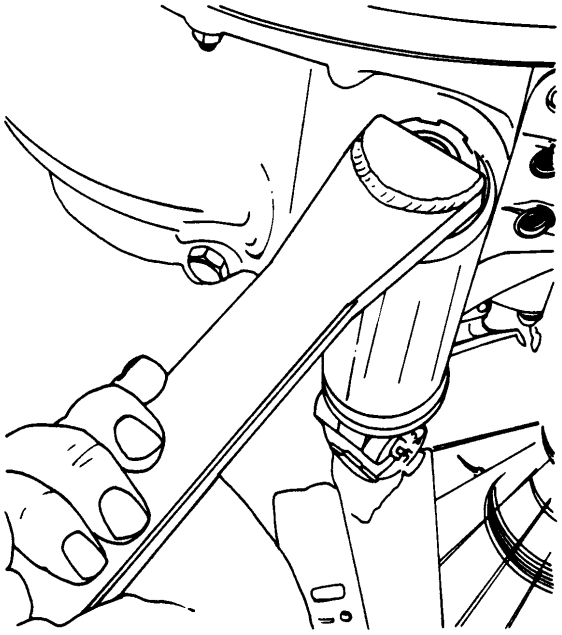

Figure 10. 6796059 Reduction Gear Eyebolt Nut Wrench
e. Tighten eyebolt spanner nuts (1, figure 6) to 180° past finger tight, loosen and retighten 180° past finger tight and to the next cotter pin hole, using 6796059 reduction gear eyebolt nut wrench. (See figure 10.)
f. Check with a 0.001 in. feeler gage to ensure bolt is properly seated. (QA)